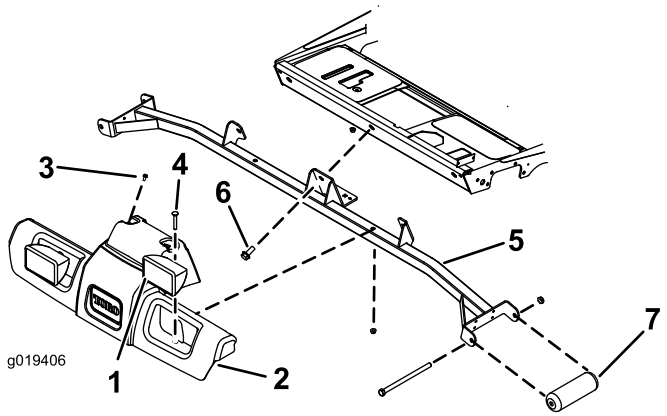

Figuur 2
1. Koppel de aansluitingen van de koplampen los van de kabelboom van de tractie-eenheid (Figuur 2).
2. Verwijder de (2) schroeven waarmee de bovenkant van het platformscherm aan de tractie-eenheid bevestigd is (Figuur 2). Bewaar de schroeven.
3. Verwijder de (2) slotbouten en moeren waarmee de koplampen en het platformscherm aan de steunconstructie zijn bevestigd (Figuur 2). Bewaar de bouten en moeren.
4. Verwijder het platformscherm uit de steunconstructie (Figuur 2).
5. Verwijder de (3) schroeven waarmee de steunconstructie aan het frame van de tractie-eenheid is bevestigd (Figuur 2). Bewaar de schroeven om deze later terug te monteren.
6. Verwijder de schroeven en moeren waarmee de voorrollen aan de steunconstructie zijn bevestigd (Figuur 2). Bewaar de schroeven, moeren en rollen maar gooi de steunconstructie weg.
8. Monteer de steunconstructie op het frame van de tractie-eenheid. Gebruik de (3) schroeven die u eerder verwijderd hebt (Figuur 2).
9. Plaats het platformscherm en de koplamp op de steunconstructie en de tractie-eenheid. Zorg ervoor dat de gaten overeenkomen (Figuur 2).
10. Monteer het platformscherm en de koplampen op de steunconstructie met de bouten en moeren die u eerder verwijderd hebt (Figuur 2).
11. Bevestig de bovenkant van het platformscherm op de tractie-eenheid met de schroeven die u eerder verwijderd hebt (Figuur 2).